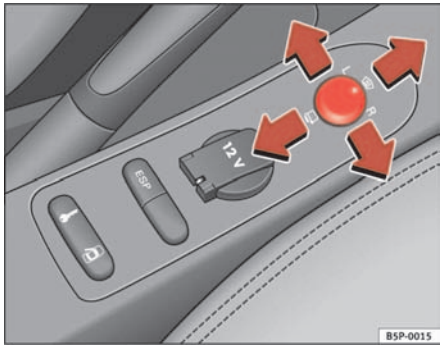

Fig. 89 Exterior mirror control
1. Turn knob ⇒ fig. 89 to position **L** (**left exterior mirror**).
– Turn the knob forwards to the central position ⇒ fig. 89 (1) so that the heated rear view mirrors heat up and the heated windscreen* in the wiper blade rest area is operational ⇒ page 121.
– Turn the control ⇒ fig. 89 to position to fold in the exterior mirrors. You should always fold in the exterior mirrors if you are driving through an automatic car wash. This will help prevent damage.